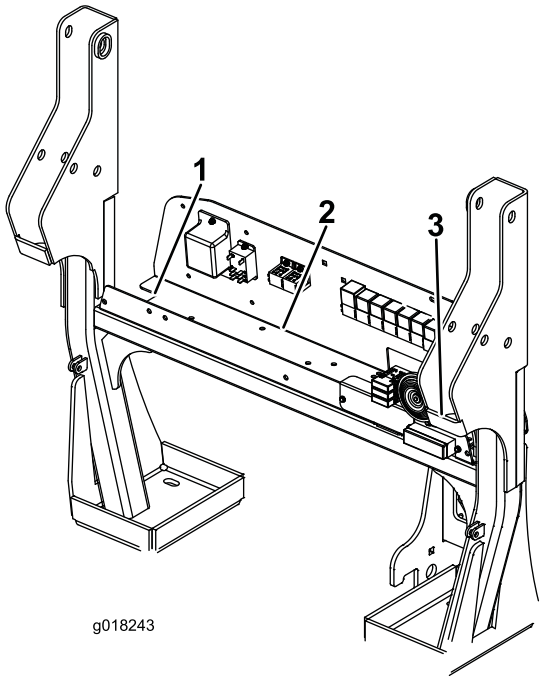
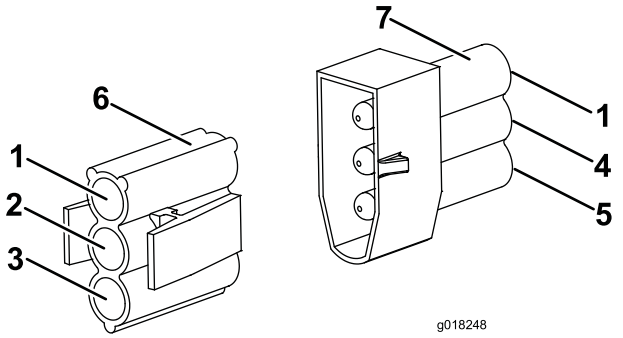

Figur 4
Figur 7
12. Kablene må nå kobles til hovedledningsstammen på maskinen, som er plassert på den elektriske skilleveggen (Figur 4). Koble ledningskontakten med fire pinner fra venstre baklys til korresponderende elektrisk kontakt med fire pinner på venstre side av hovedledningsstammen. Koble ledningskontakten med fire pinner fra høyre baklys til korresponderende elektrisk kontakt med fire pinner på høyre side av hovedledningsstammen. De elektriske tilkoblingene med to pinner på venstre og høyre baklys brukes til skiltlyset. Kun én av de elektriske tilkoblingene med to pinner brukes.
5. På den elektriske skilleveggen, koble kobling med tre pinner, fra den elektriske trykkbryterkabelen, til korresponderende kontakt på hovedledningsstammen på maskinen (Figur 4 og Figur 7).